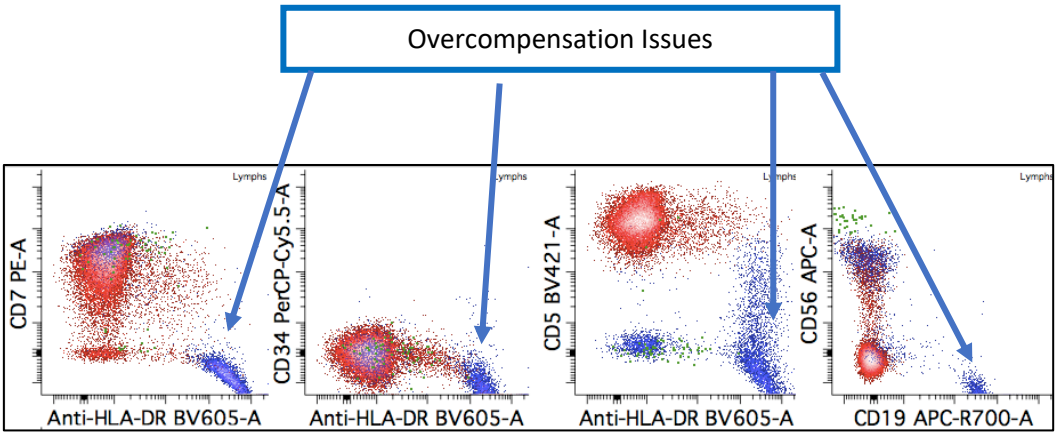

Figure 8: Default LW Reference Settings may sometimes demonstrate compensation errors such as this overcompensation of the x-axis signal vs the y-axis signal.
b. If the compensation on the fully stained tube is not acceptable (see **Figure 8**), the user will need to consider alternative methods to optimize spillover values. See steps below for some options.